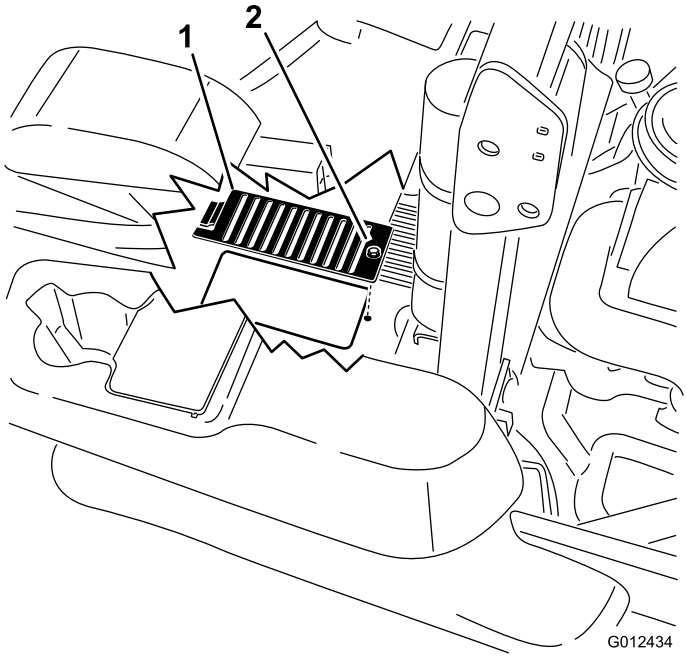

Figura 70
6. Retire la cubierta de cada varilla y el perno que está sujeto a la cubierta. Limpie alrededor de cada varilla y cada unidad hidráulica (Figura 70).